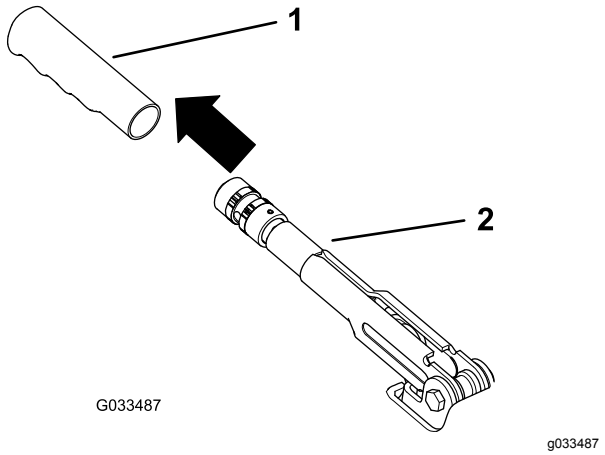

Rysunek 63
1. Zdejmij gumowy uchwyt z dźwigni hamulca postojowego (Rysunek 63).